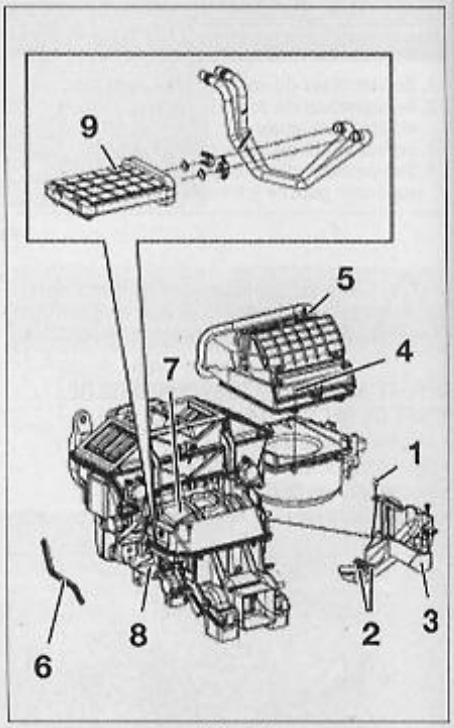

FIG. 24
- Dévisser les vis (1), dégrafer les attaches (2) puis déposer le carter (3) (**Fig.24**).